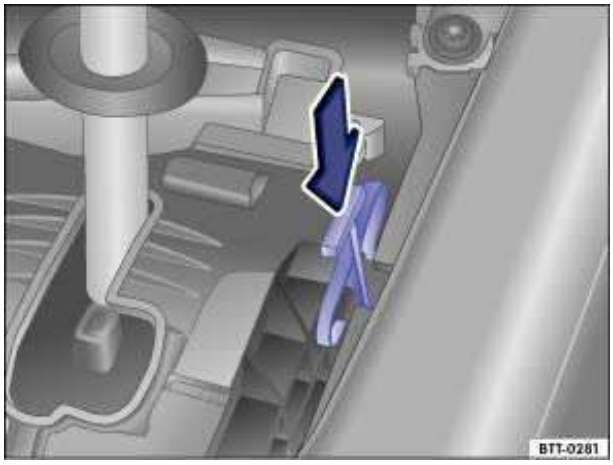

Fig. 134 Releasing the selector lever lock.
- Push the release lever ⇒ fig. 134 in the direction of the arrow and hold it in this position.